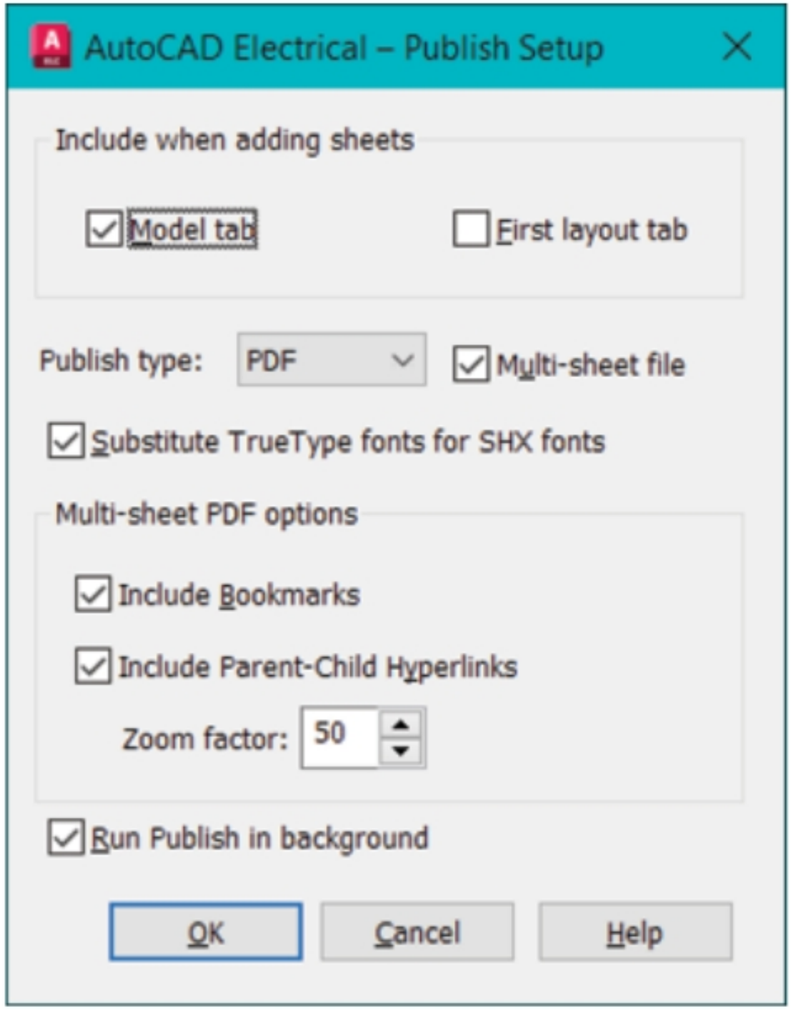

Figure-34. AutoCAD Electrical Publish Setup dialog box
- Include the drawings that you want to publish in the DWF or PDF format. Click on the **OK** button from the dialog box. The **AutoCAD Electrical-Publish Setup** dialog box will be displayed as shown in Figure-34.